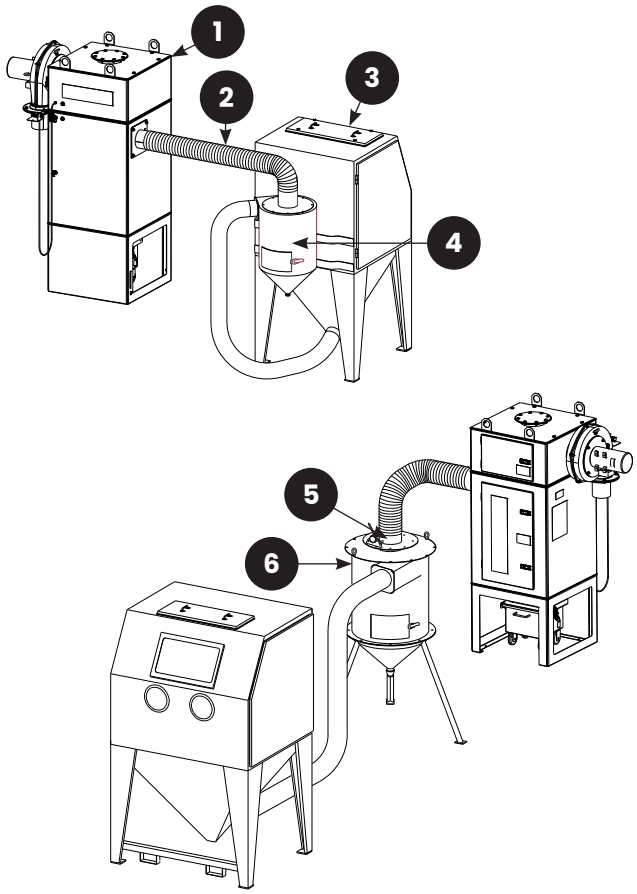
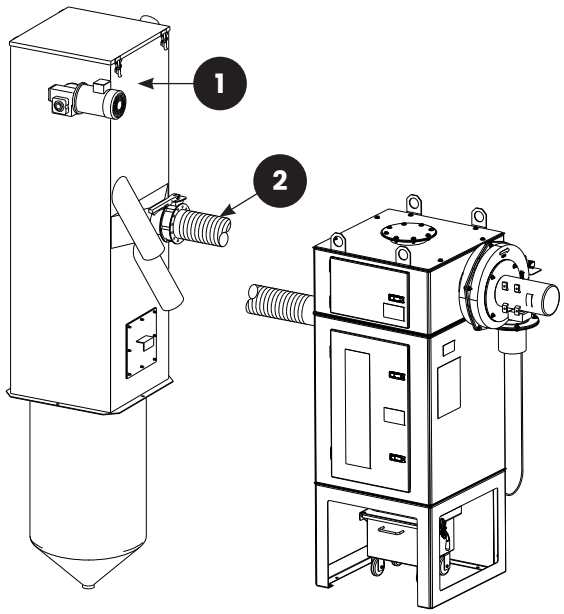

FIGURE 2: (1) LPDC Dust Collector; (2) Flexhose; (3) Cabinet; (4) Cabinet Mounted Reclaimer; (5) Optional Adjustable Vortex; (6) Free-standing Reclaimer
FIGURE 3: (1) AWAC Abrasive Cleaner; (2) Dust Connection
Figure 1 shows call outs of the dust collector components. Figure 2 shows typical arrangements when collector is used to ventilate a blast cabinet, and Figure 3 shows the connection to an abrasive cleaner.
2.0.2 | Refer to Figure 2 and place the collector so the inlet flex hose has as few bends as possible. Determine the best location and position of all units before making the final assembly. Doing so will insure there are no placement issues during maintenance.
2.2.1 | Figure 2 shows typical arrangements and call outs when the dust collector is connected to a blast cabinet reclaimer. **NOTE:** The collector may also connect to a 900 cfm reclaimer mounted on a blast machine used with a small pneumatic recovery system, as shown in the M-Section® Sweep-In Recovery Owner's Manual, stock no. 23647.
2.2.2 | Figure 3 is a typical arrangement with a LPDC 600 connected to an AWAC abrasive cleaner used with mechanical recovery systems. The dust collector provides air movement for the AWAC air wash to remove fines (abrasive worn too fine for blasting purposes) from recyclable abrasive.
2.3.1 | Refer to **Figure 2** when connecting flex hose to a reclaimer or **Figure 3** and when connecting to an AWAC abrasive cleaner, and connect the hose between the reclaimer or AWAC outlet and dust collector inlet pipe.